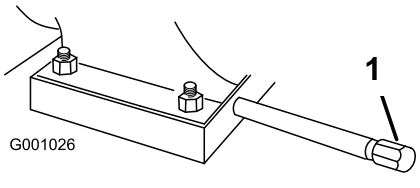

Figur 41
Oljeviskositet	Se Figur 41.
1. Rengjør området rundt oljetappepluggen (Figur 41).